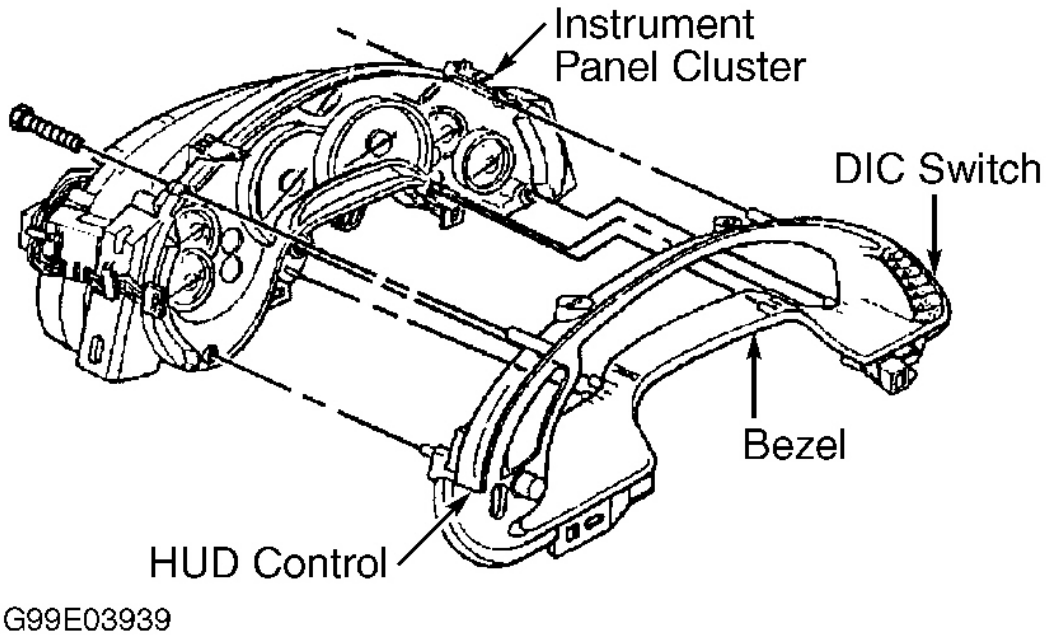

Fig. 21: Removing Instrument Panel Cluster Bezel
1. Remove IPC. See **INSTRUMENT PANEL CLUSTER** . Disconnect instrument panel dimmer switch connector. Disconnect DIC switch connector. Remove IPC bezel retaining screws, and remove bezel. See **Fig. 21** . Remove screws and DIC switch. Remove HUD switch in same manner.